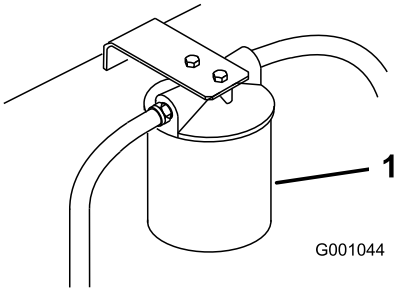

Figuur 76
3. Plaats een opvangbak onder het filter. Verwijder het oude filter en veeg de pakking van het filtertussenstuk schoon (Figuur 76).